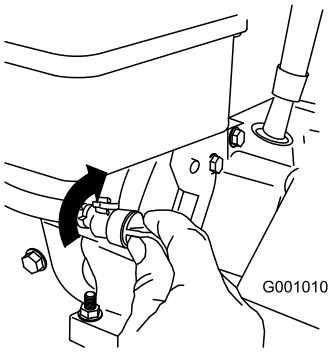

Figur 30
3. Steng drivstoffavstengningsventilen ved å rotere den med klokken (Figur 30).